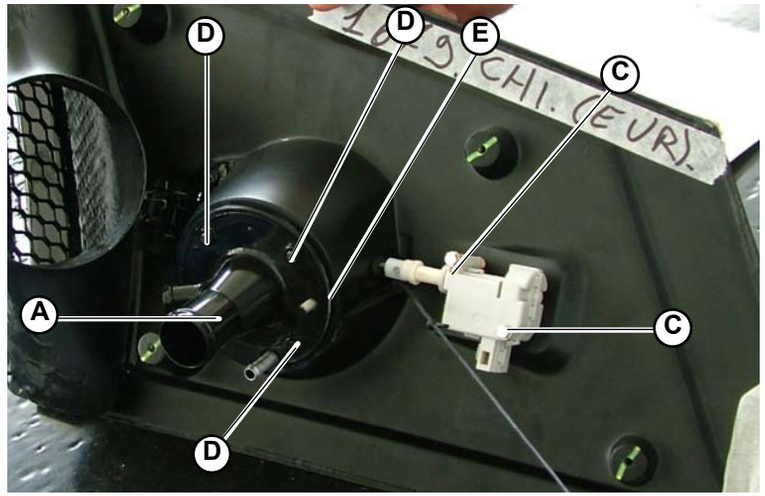

Fig.5
1. Disconnect the pipe connecting the fuel tank to the filler (**A-Fig.5**).
3. To disassemble the actuator, unscrew the 2 screws (**C-Fig.5**).
4. To disassemble the filler, unscrew the 4 screws (**D-Fig.5**) and remove the gasket (**E-Fig.5**).